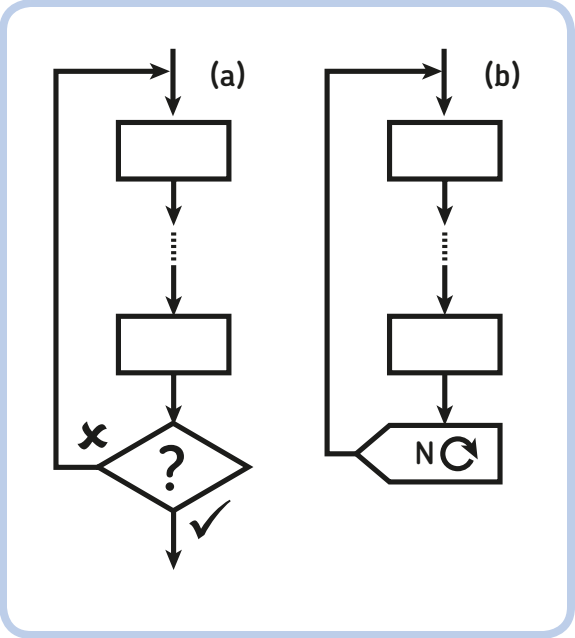
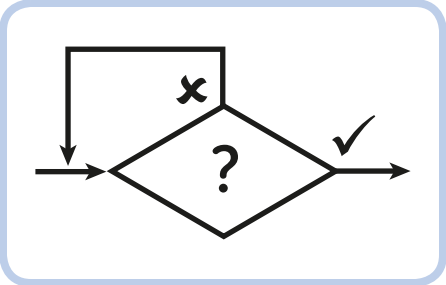

Figure 3-3: A conditional loop (a) and a loop that repeats a sequence N *times (b)*
Figure 3-4: A waiting loop
Loops repeat a group of actions until a certain condition becomes true. That condition is represented in Figure 3-3(a) as a question mark inside a diamond. In Figure 3-3(b), you can see a loop that repeats a sequence of actions *N* times: *N* can be 1, 2, 3, or even infinity, meaning the sequence will be repeated forever. You can also use a loop to do nothing while waiting for a condition to become true, as in Figure 3-4. For example, in the program for the tea-making robot, you told it to wait for the tea temperature to reach 45°C before serving it.
* Add Wait blocks like the loop in Figure 3-4.